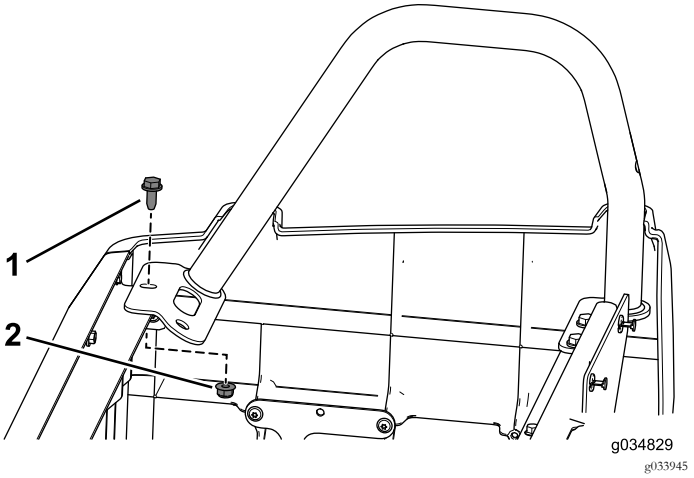

Figur 89
11. Brug flangebolten (3/16 x 3/4 tomme) og flangemøtrikken, som du fjernede tidligere, til at fastgøre bageste højre hoftestøtte til sædesoklen (Figur 89).